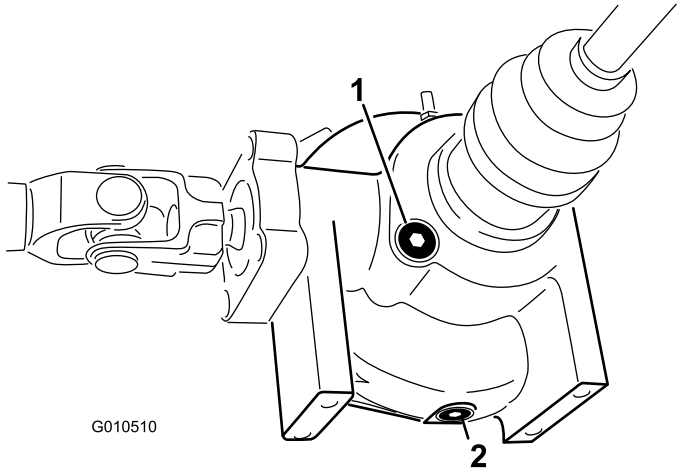

Figuur 20
2. Reinig de omgeving van de vul-/controleplug op de zijkant van het differentieel (Figuur 20).